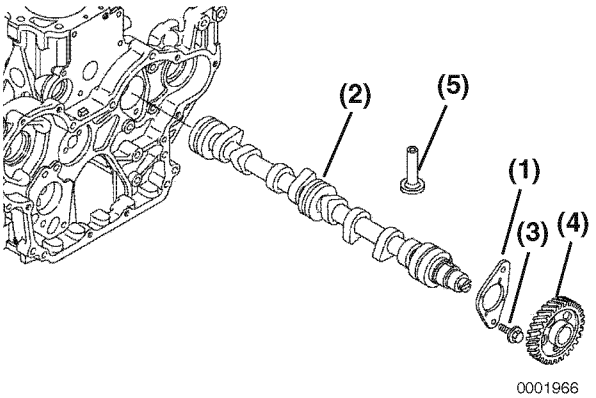

Figure 6-146
1. If removed, reinstall the camshaft end plate **(Figure 6-146, (1))**, key, and timing gear **(Figure 6-146, (4))** onto the camshaft using a press.
2. Rotate the cylinder block so that gravity will keep the tappets **(Figure 6-146, (5))** in place and out of the way of the camshaft lobes when the camshaft is being reinstalled.
4. Lubricate the camshaft **(Figure 6-146, (2))** with clean engine oil or assembly lube. Slowly insert the camshaft through the front of the engine.
5. Reinstall and tighten the cap screws **(Figure 6-146, (3))**.